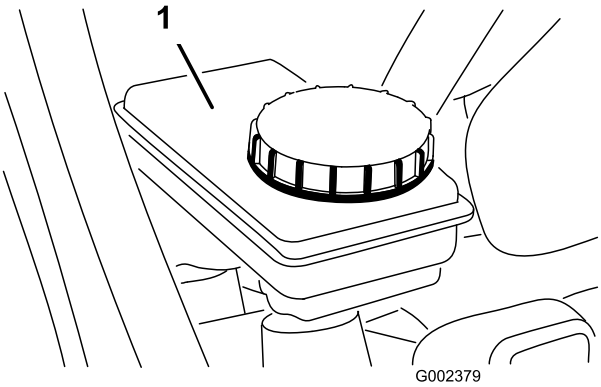

Figur 24
2. Påse at væskenivået er opp til Full-linjen på tanken (Figur 24).
3. Hvis væskenivået er lavt, må du rengjøre området rundt lokket, fjerne lokket og fylle beholderen til passende nivå med den angitte bremsevæsken (Figur 24).